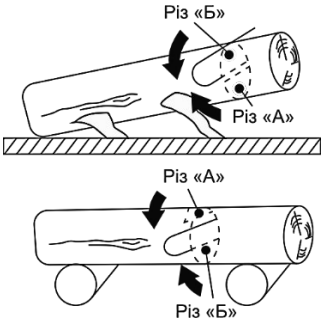

Рисунок 4
4.2.1 Розпилювання колоди за допомогою опор (дивіться рисунок 4)